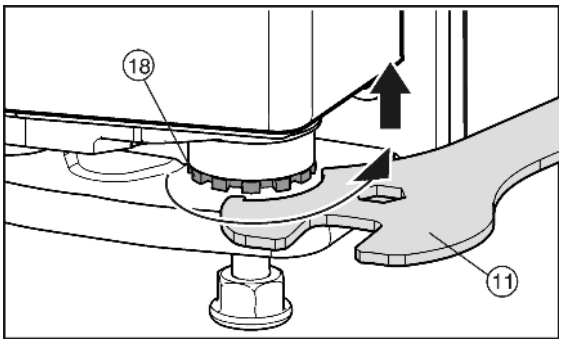

Fig. 13
▶ Чтобы поднять дверцу выверните вправо опорный палец *Fig. 13 (18)* с помощью прилагающегося вильчатого ключа *Fig. 13 (11)*. При поставке опорный палец полностью вкручен.